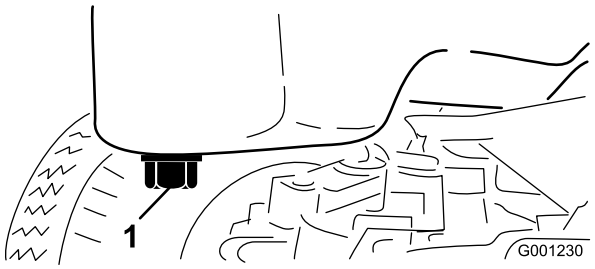

Figur 52
3. Placera ett avtappningskärl under oljekärlet och i linje med avtappningspluggen (Figur 52).